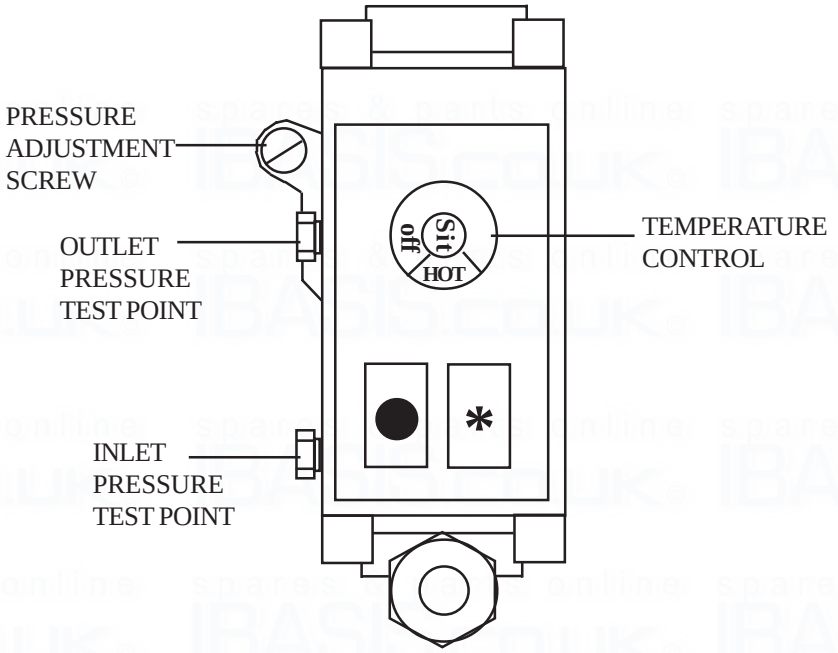

Fig. 5
5.5.1 Referring to fig. 5, remove Outlet Pressure Test Point cover and connect Gas Pressure Test Gauge.
5.5.7 Referring to Fig. 5 and Table 1 (para 2.1), set Multifunctional control Pressure Adjuster to provide the required setting pressure for the installation.